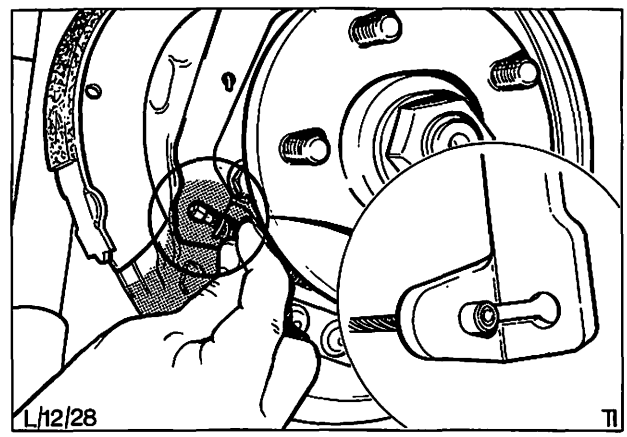

Abb. 74 Bremsseil in Schwinghebel einhängen
9. Federteller, Federn und Haltestifte der hinteren Bremsbacke entfernen, Handbremsseil aus dem Schwinghebel aushängen, Abb. 74.
14. Handbremsseil in die Schwinghebel einhängen Abb. 74, und hintere Bremsbacken einbauen. Bremsbacken mit Haltestift, Feder und Federteller befestigen.